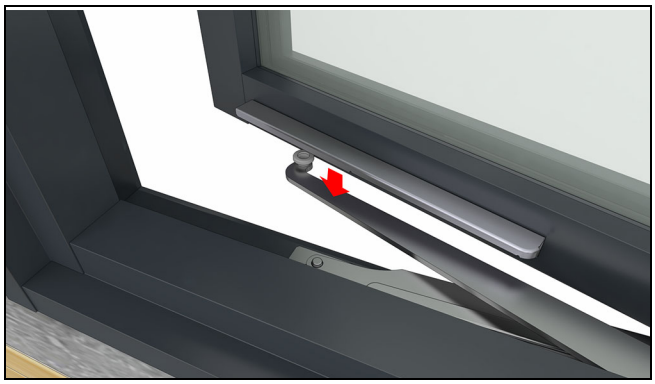
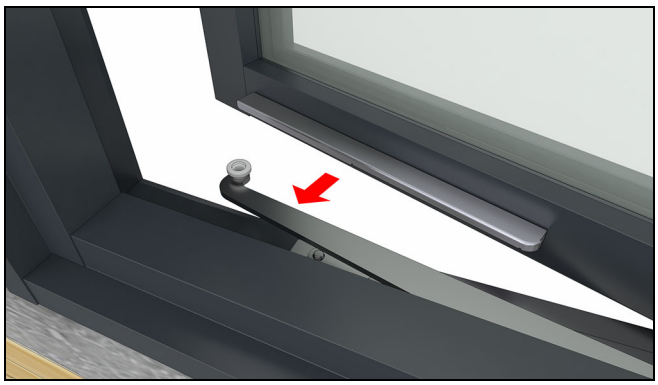

Figure 77
Figure 78
2. With a firm grip on the sash, detach the operator arm from the track by pushing the arm down. See Figure 77 and Figure 78. Crank the arm back to the frame.